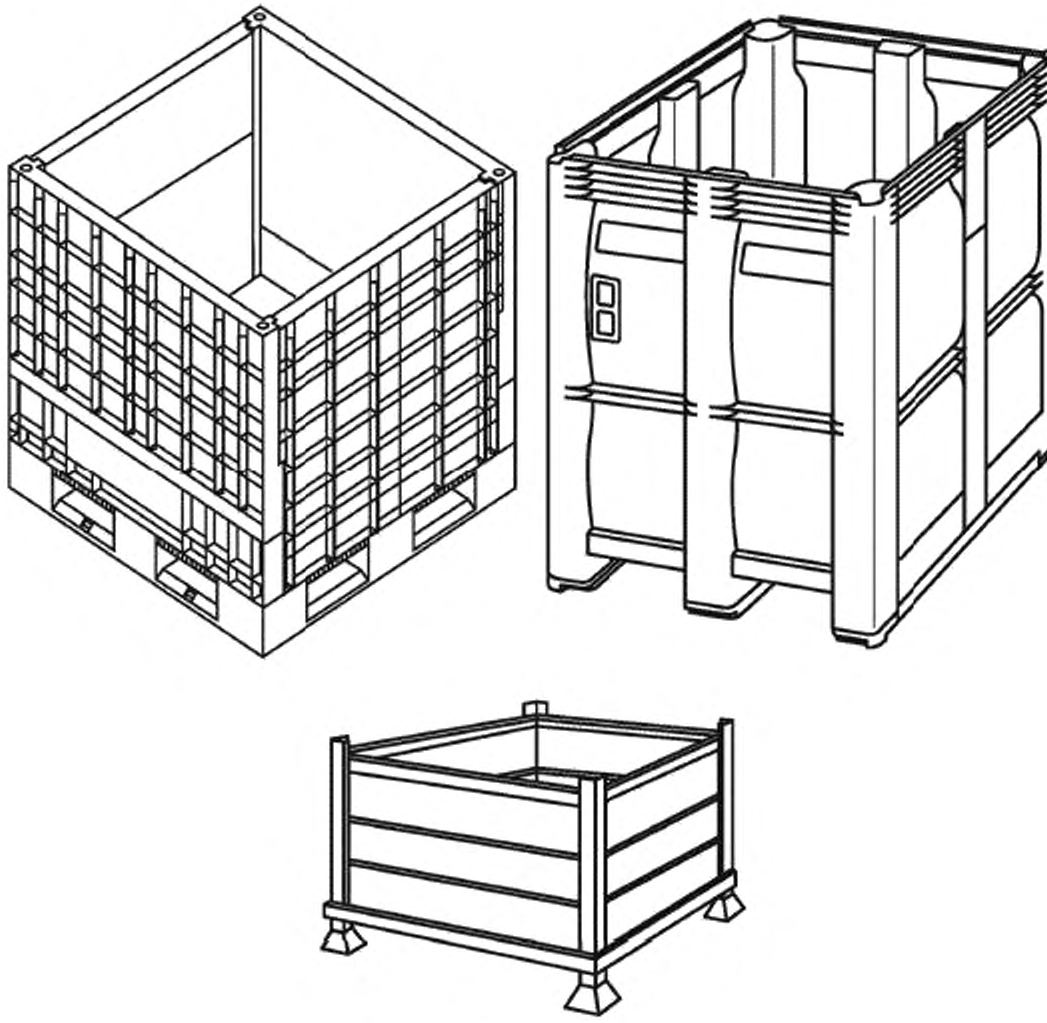

Рисунок 22 — Ящичные поддоны
4.2.1 **ящичный поддон для насыпных грузов:** Ящичный поддон со сплошными или решетчатыми стенками, при этом одна или несколько створок могут откидываться или сниматься для обеспечения доступа (см. рисунок 22).